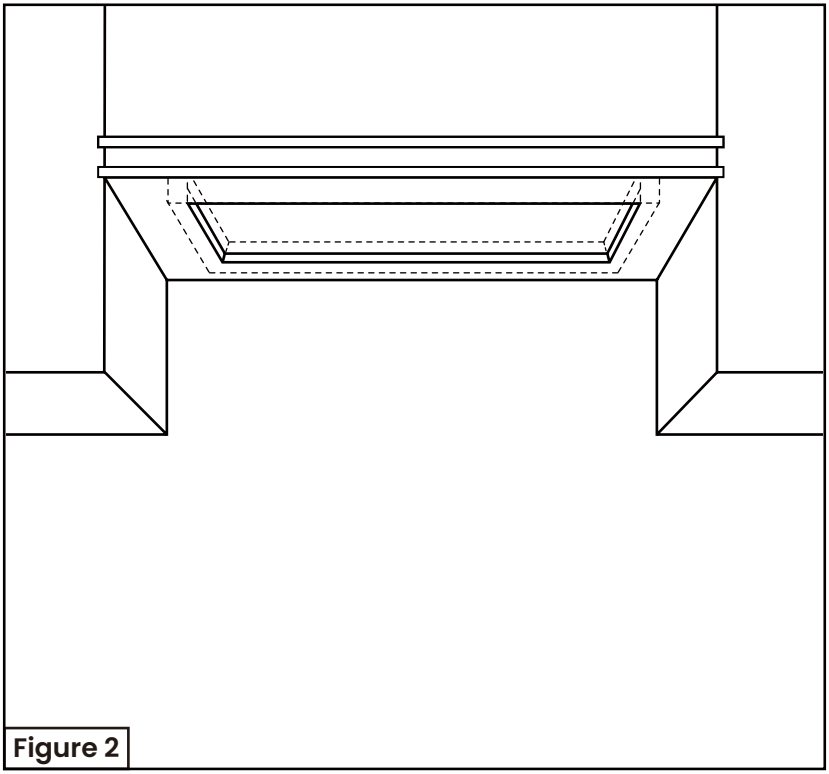

Figure 2
2. Ajoutez quatre bandes de bois de 2 po x 4 po le long des bords de l'ouverture au-dessus de l'ouverture comme indiqué sur la figure 2 afin de fixer la hotte avec des vis à bois plus tard.